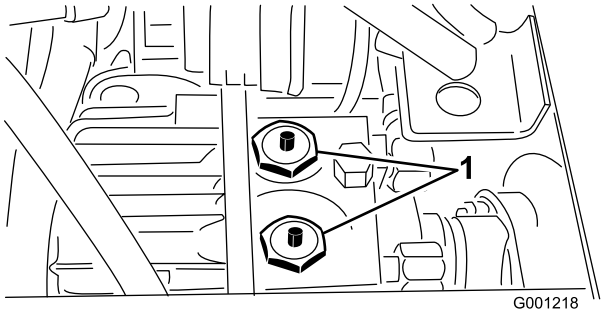

Figur 32
2. Trykk og hold inne pinnene midt i de to kontrollventilene øverst i drivverket (Figur 32) når maskinen skyves eller taues. Figur 32 vises når sete og setemonteringsplate er fjernet.